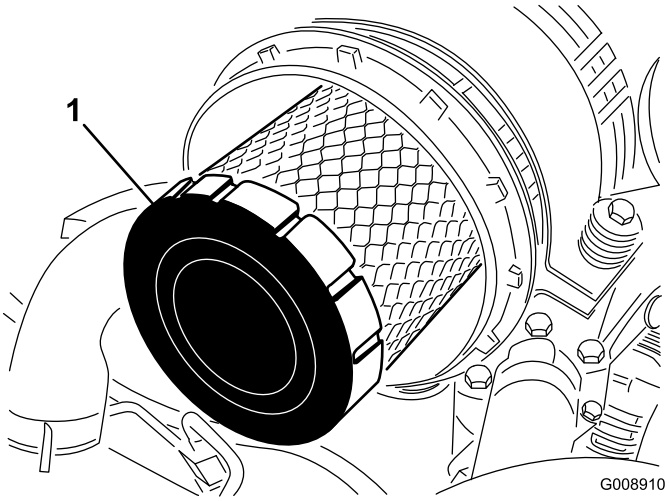

Figur 60
4. Ta ut og skift det primære filteret (Figur 60).